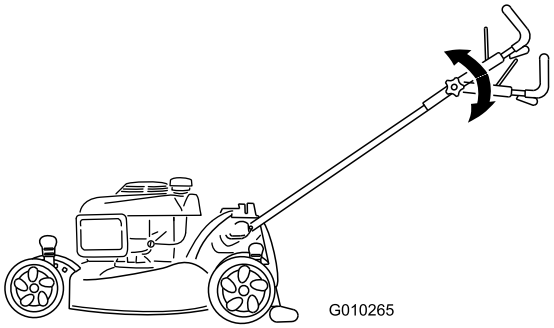

**Figur 16**
2. Flytta det övre handtaget till önskat läge (Figur 16).